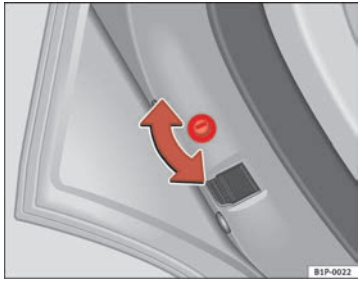
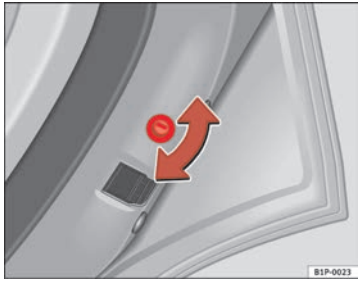

Fig. 61 Child safety lock on the left hand side door
Fig. 62 Child safety lock on the right hand side door
– With the door open, rotate the groove in the door using the ignition key, clockwise for the left hand side doors, and anti-clockwise for the right hand side doors ⇒ fig. 61 ⇒ fig. 62.
– With the door open, rotate the groove in the door using the ignition key, clockwise for the right hand side doors, and anti-clockwise for the left hand side doors ⇒ fig. 61 ⇒ fig. 62.